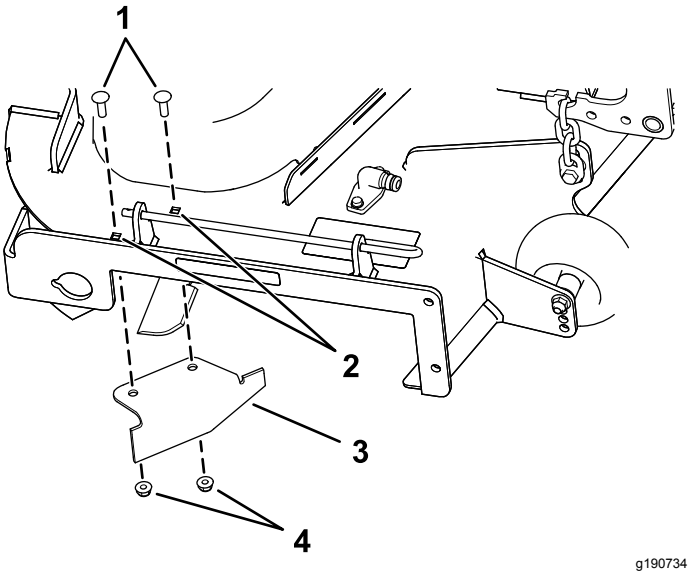

Figur 15
9. Find græsskærmen i posen med løsdele, og fjern fastgørelsesanordningerne ved de bageste huller i udblæsningspladen (Figur 15).